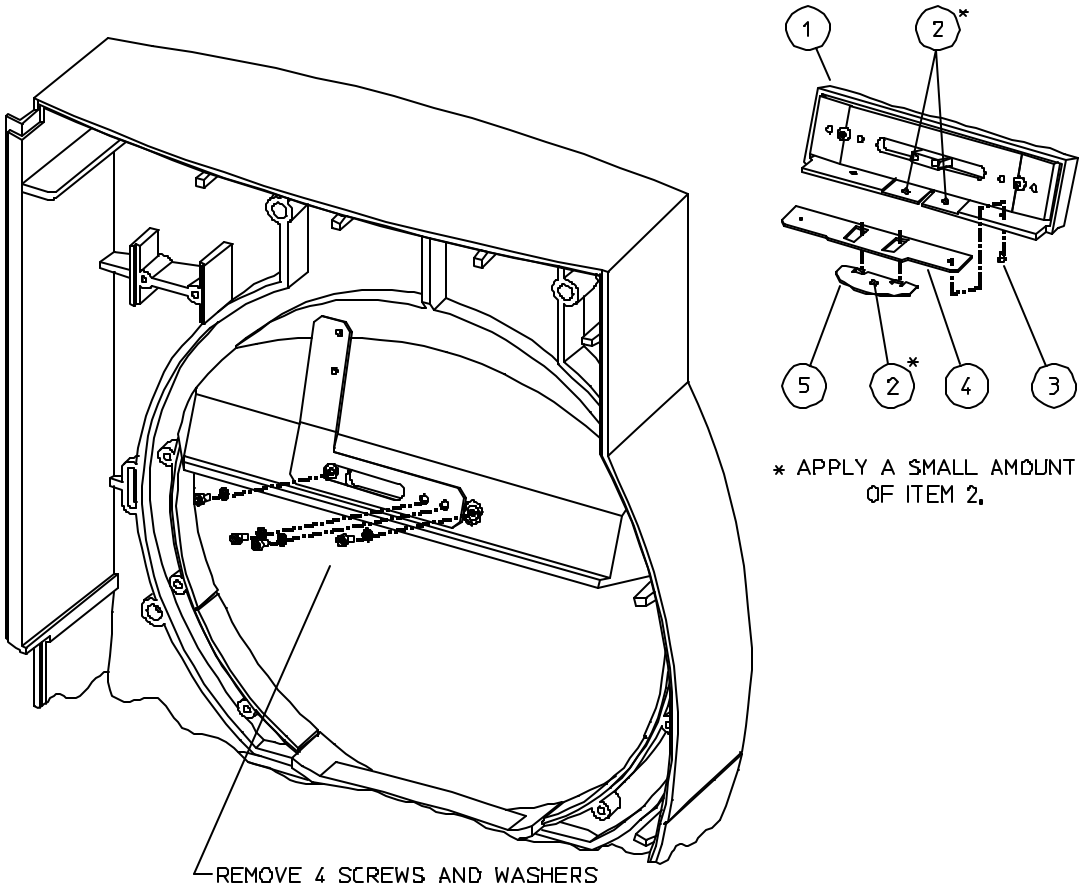

FIGURE 5. Forehead Rest and Visor (Shield) Installation
1) Remove the existing forehead rest from the instrument front cover (see Figure 5). If the existing forehead rest is in good condition, it can be reused, otherwise, use the new forehead rest. Install the forehead rest and visor as shown.
2) Don't forget to apply a small amount of grease (Rheolube 362, P/N 08780) to the visor as shown in Figure 5.